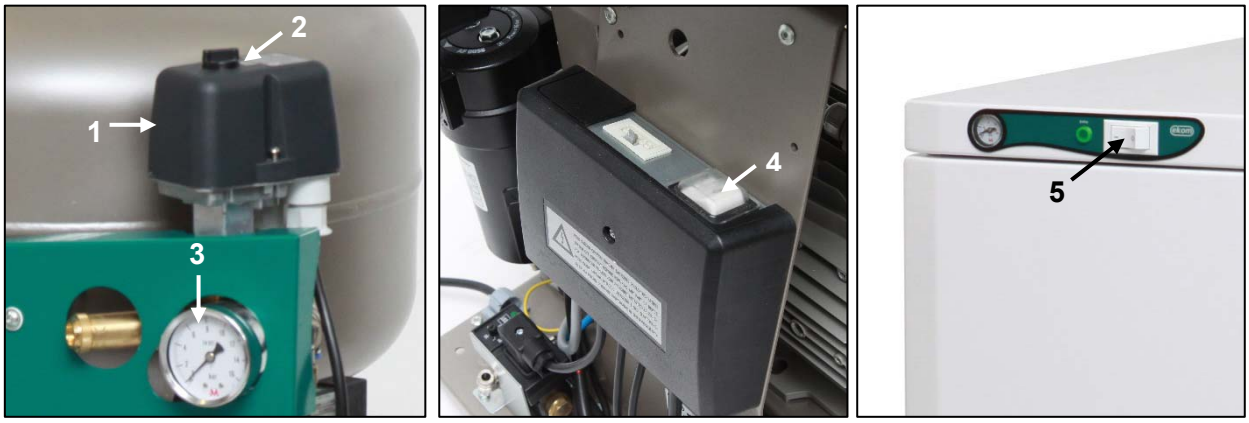

Abb. 13
- Überprüfen Sie die Position des Trennschalters um sicherzustellen, dass dieser auf der „I“-Position steht. Drehen Sie den Schalter (4) auf die „I“-Position, wenn er zuvor auf der „0“-Position stand. (Abb. 13)
- Drehen Sie bei Kompressoren mit Schrankeinbau den Schalter (5) an der Vorderseite des Schranks auf die „I“-Position; eine grüne Lampe zeigt an, dass das Gerät in Betrieb ist. (Abb. 13)
(Abb. 13)